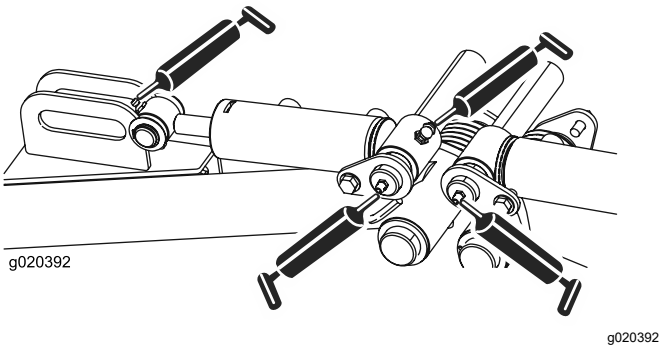

Figur 47
- Bakre løftearmstapper og løftesylindre (3 hver). Se Figur 47.